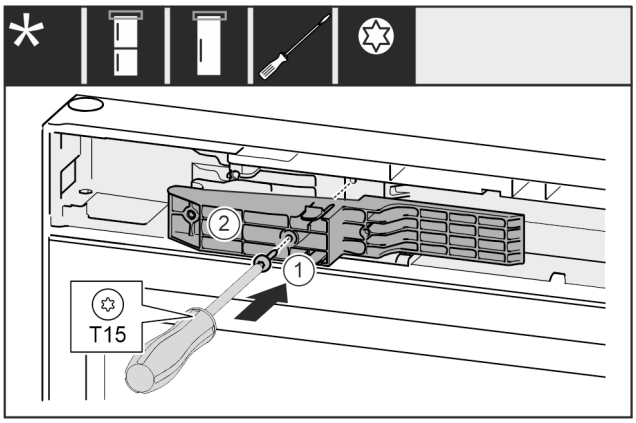

*Fig. 70 **
- ▶ Introduceți adaptorul *Fig. 70 (1)* în canelura de pe partea mânerului.*
- ▶ Înșurubați ferm șurubul *Fig. 70 (2)* cu șurubelnița.*